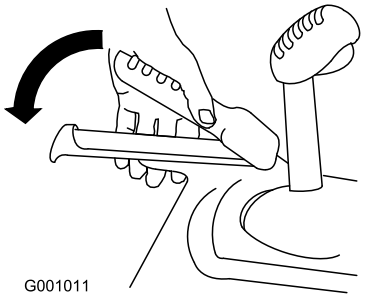

Figur 26
1. For at indkoble traktionsdrevet skal du klemme traktionsgrebet til venstre for håndtaget (Figur 26).